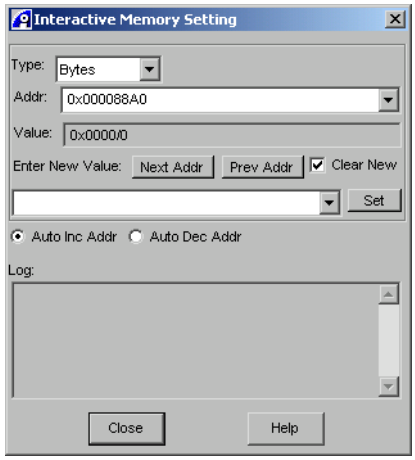

Figure 7-2 Interactive Memory Setting dialog box
11. Right-click and select **Set Memory Interactive...** from the context menu to display the Interactive Memory Setting dialog box, shown in Figure 7-2 on page 7-11.